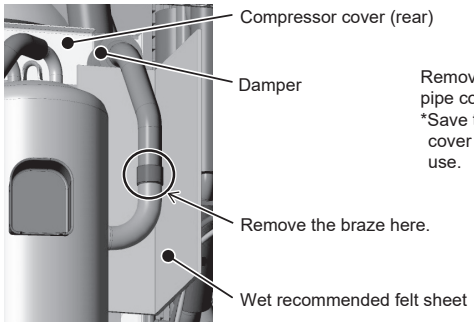

Figure 7
(7) Remove the braze from the suction pipe of the compressor. (See Figure 7.)